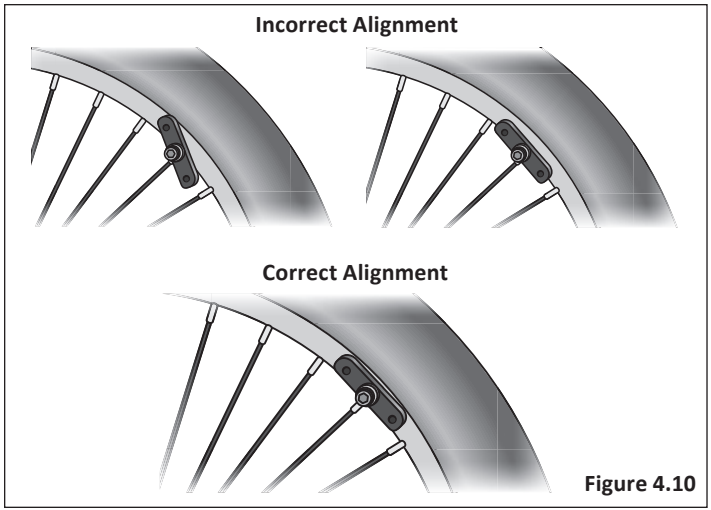

Figure 4.10
1. Check that all brake pads are aligned correctly. If not, use a 5 mm Allen wrench and loosen the bolt enough so you can reposition the pad. Position the pad so it is evenly centered on the rim. Retighten the bolt after positioning the pad correctly. **Figure 4.10**